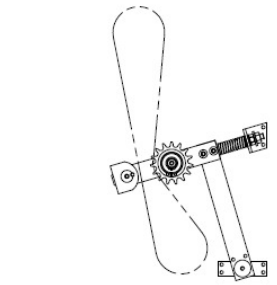
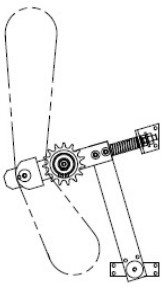

Рис.1
Рис.2
b) Ослабить затяжку или открутить винт, который крепит ползун (1). Передвинуть ползун до цепи (2). См. рисунок 1. Затянуть винт. При необходимости повернуть ползун (1) и отрегулировать натяжение цепи с внутренней и наружной стороны. См. рисунок 2.
c) Отрегулировать положение датчика зазора (3): он должен активироваться флажком (4).
d) Ослабить затяжку гаек (5). Отрегулировать расстояние A. Затянуть гайки. Если защита от перегрузки еще не будет установлена, сильнее затянуть пружину сжатия (6).
e) Цепь должна работать легко. Чтобы это проверить, необходимо разделить цепь (2). Отметить, на каких зубцах цепь ложится позднее.